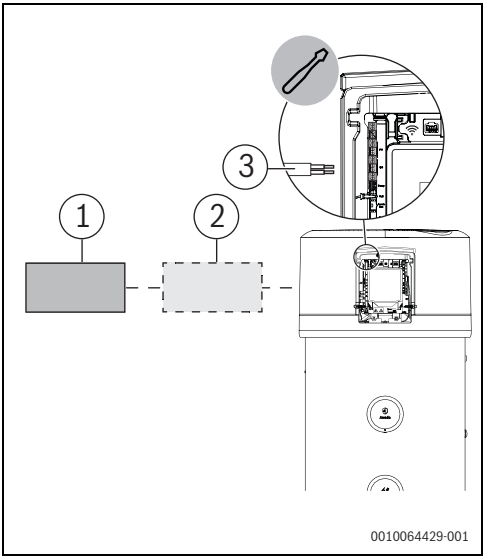

Bild 34 Verbindung zwischen dem Gerät und einem SG/Off-Peak-System
- ▶ Den in Bild 34 als "SG_2" bezeichneten Anschluss mit der anderen Anschlussklemme an dem Gerät verbinden, das für das Management der SG-Funktion zuständig ist.
Die Off-Peak-Funktion erfordert die Anbindung an ein Gerät, welches das Management dieser Funktion übernimmt und am Installationsort verfügbar sein muss. Das Gerät informiert die Wärmepumpe, wenn beim Energieversorgungsunternehmen Niedertarifzeiten verfügbar sind, da diese nicht feststehen und je nach Verbrauchernachfrage und Verfügbarkeit von Energie im Netz variieren können. Für die Anschlussarten gilt dasselbe Installationsverfahren wie für die SG-Funktion. Sie bieten dieselben Optionen, die im vorhergehenden Kapitel beschrieben wurden; siehe Bild 34 und 36.